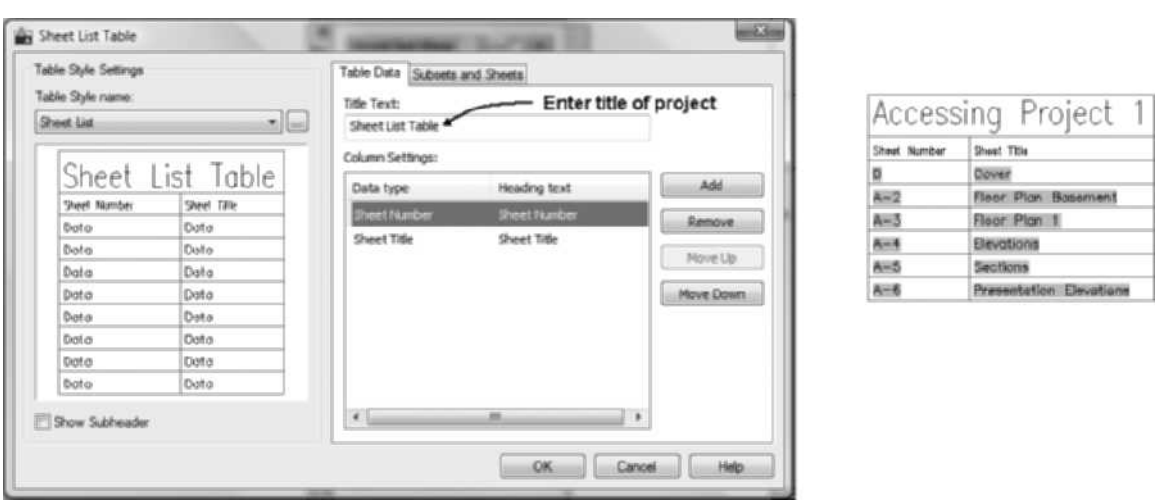

FIGURE 13.64 *Inserting Sheet List table*
5. Select the Sheets tab. Select the Sheet Set name, right-click, and choose **Insert Sheet List Table** to open the Insert Sheet List Table dialog box as shown in Figure 13.64.